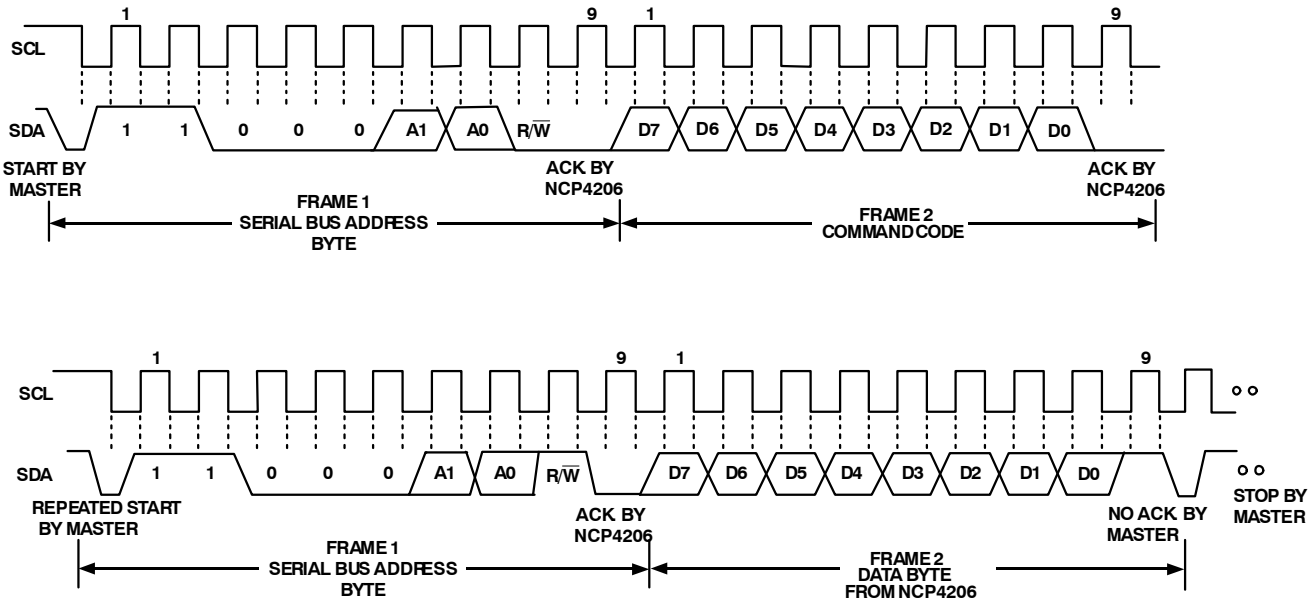

Figure 12. Read Byte
2. The read byte operation is shown in Figure 12. First the command code needs to be written to the NCP4206 so that the required data is sent back. This is done by performing a write to the NCP4206 as before, but only the data byte containing the register address is sent, because no data is written to the register. A repeated start is then issued and a read operation is then performed consisting of the serial bus address; R/$\overline{W}$ bit set to 1, followed by the data byte read from the data register.